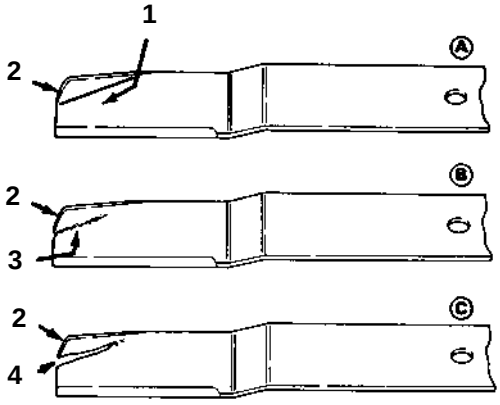

Afbeelding 60
2. Onderzoek nauwkeurig de snijkanten van de messen, speciaal op het punt waar het platte en het uitstekende deel (gebogen deel) samenkomen (Afb. 60 A). Aangezien zand en schuurend materiaal het metaal dat de platte en uitstekende delen verbindt, kunnen afslijten, moet u het mes controleren voordat u de machine gaat gebruiken. In geval van slijtage (Afb. 60 B), moet u het mes vervangen: raadpleeg *Verwijderen van het Mes van het maaidek* hierboven.